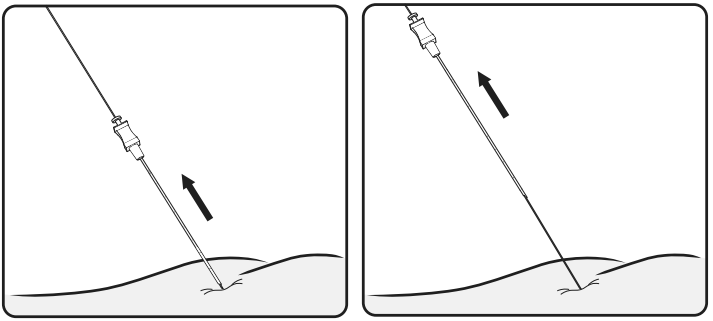

Figura 9. Retire la aguja del orificio
4. Mientras mantiene la guía direccional en su lugar, deslice suavemente la aguja para el agujero sobre la guía direccional hasta que salga del agujero, dejando la guía en su posición (**Figura 9**).